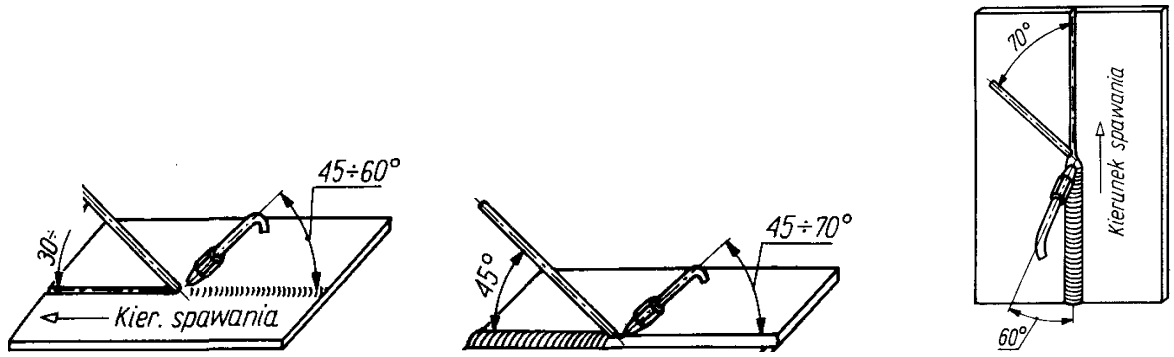

Rys. 17. Metody spawania gazowego: a) w lewo, b) w prawo, c) w górę [1].
– spawanie w lewo – stosowane do materiałów o grubości poniżej 3 mm (rys. 17 a),
– spawanie w prawo – stosowane do materiałów o grubości powyżej 3 mm (rys. 17 b),
– spawanie w górę – stosowane do materiałów wszystkich grubości (rys. 17 c).